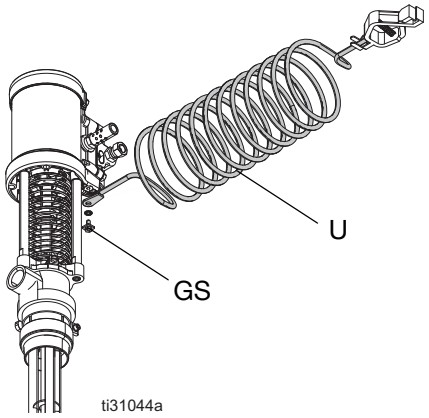

FIG. 4: Jordledning
Se FIG. 4. Kontrollera att jordskruven (GS) är fastsatt och säkert åtdragen på tryckluftmotorn. Anslut andra änden på den jordade ledningen (U) till en god jordpunkt.